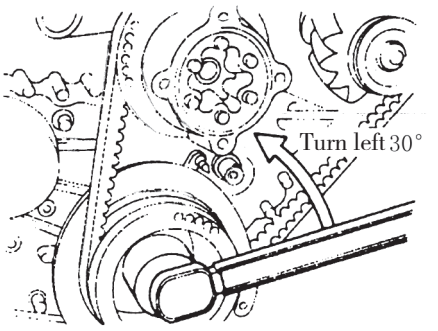

Fig. 1.15
(2)Place the first cylinder at the dead point position of compression stroke and turn the crankshaft about 30 ° from this position. See Fig. 1.15.